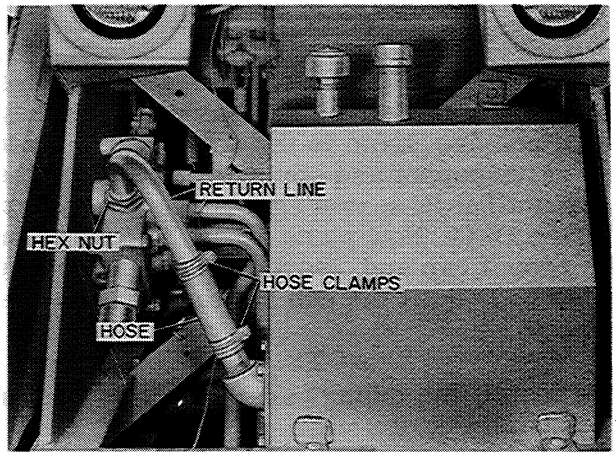

Figure D-44
3. Install the return line and tighten the large hex nut, Figure D-44. Now install the return hose and tighten the hose clamps, Figure D-44.